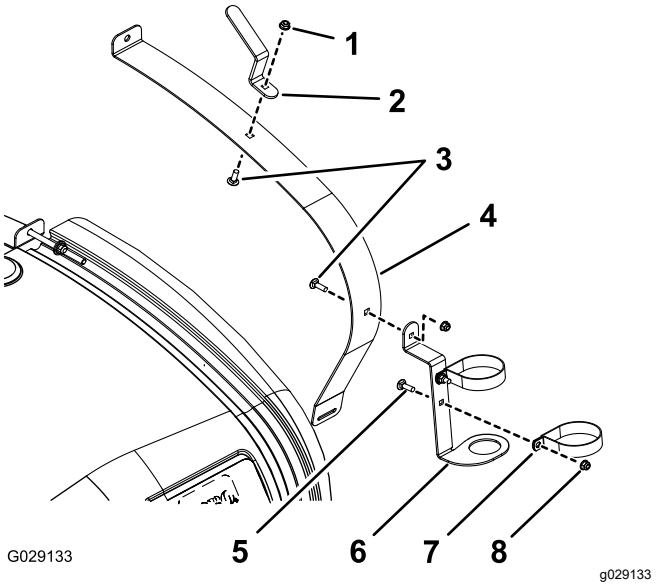
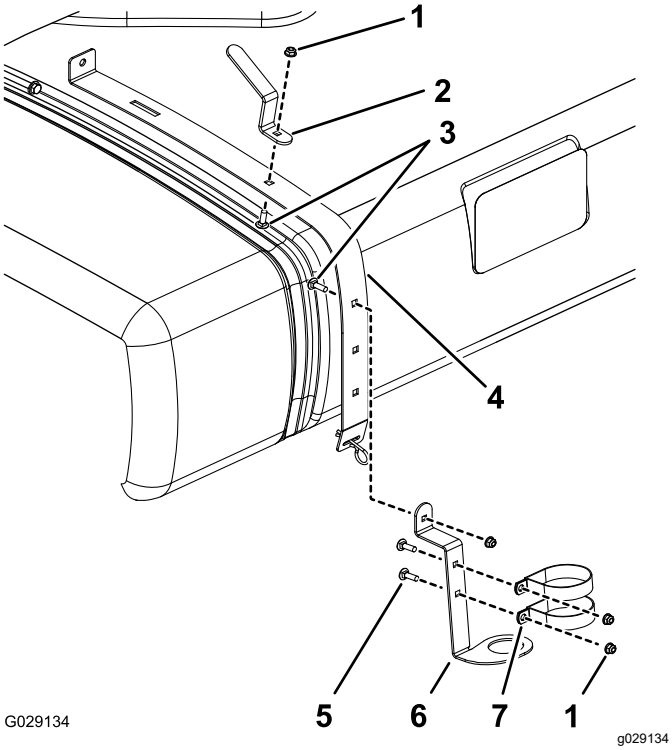

Rysunek 1
Rysunek 2
- W przypadku modeli Multi Pro 1750 i Multi Pro 5800 poluzuj przednią, prawą opaskę (Rysunek 1).
- W przypadku modelu Multi Pro WM poluzuj tylną, prawą opaskę (Rysunek 2).
2. Zamontuj zaciski R, uchwyt na pistolet natryskowy i uchwyt na wąż w sposób pokazany na Rysunek 1 lub Rysunek 2 za pomocą śruby podsadzanej, podkładki płaskiej i nakrętki z łbem kołnierzowym.